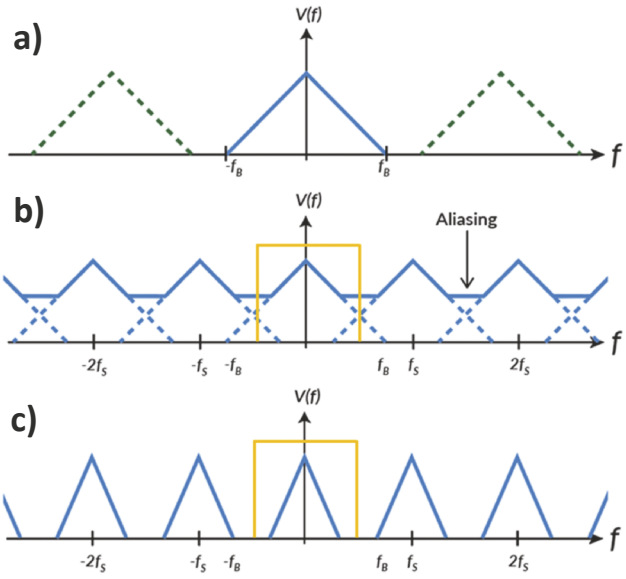

**FIGURE 9.23** Repeated.
Now you ask, "What if we sample at a rate that is *less* than the Nyquist rate? What happens then?" Well, now you are asking for trouble. Then you would get an effect called **aliasing**. If $f_s < 2f_B$, i.e., the SR is less than the NSR, then the frequency spectra will overlap, as shown in Fig. 9.23, middle, which is a demonstration of aliasing.
**FIGURE 9.23** (a) Signal bandwidth; (b) aliasing due to sub-Nyquist sampling shown in the frequency domain. The rectangle is the reconstruction filter, and it cannot filter out the baseband signal due to aliasing; (c) no aliasing when the bandwidth at the input is reduced below the NF. ⏎
Let's be a little more quantitative about aliasing. Figure 9.23 shows the *aliased* frequency spectrum of a signal that is sampled below the Nyquist sampling rate. Part a) shows the bandwidth of the original signal. Part b) shows that when sampled below the NSR, the resulting copies of the signal frequencies overlap, including the baseband, so that there is interference between the upper frequencies of the baseband, which is our original signal, and the lower frequencies of the first copy. Part c) of Figure 9.23 shows the full spectrum in which the signal bandwidth is reduced so that the sampling rate is now above the new NSR. (Can you see that?) As seen here, when the signal is sampled below the NSR, the frequency bands overlap, so the frequency range that was the baseband now includes parts of the first copied spectrum. Therefore, it is not possible to place a low-pass filter, i.e., reconstruction filter, to separate out the original signal from all of the copies. In this case, the reconstructed
As discussed, when a signal is sampled at a rate less than the NSR, the copies of the spectrum do not extend completely past the base-band, but instead overlap in some range of frequencies, as shown previously in Fig. 9.23b. Now, the reconstruction filter would either include extra, unintended frequency components, or could be selected to have a cutoff frequency at a lower frequency than the upper range of the original spectrum. Either way, the result is a distorted version of the original signal. In summary, in order to achieve a faithful reproduction of a signal after sampling, you must choose a sampling frequency that is at least twice the highest frequency component of that signal's baseband, and then use a low-pass filter to reject all of the higher frequency components that are above the baseband. The filters shown in Fig. 9.23 are ideal in that they fall off perfectly vertically. This is never the case in reality. Since LPFs are not perfect, and have some slope as they fall off at higher frequencies, which you know from Chapter 4, it is best to oversample to separate the copies and to allow 'room' between the baseband and higher frequencies for the filter to fall off within.